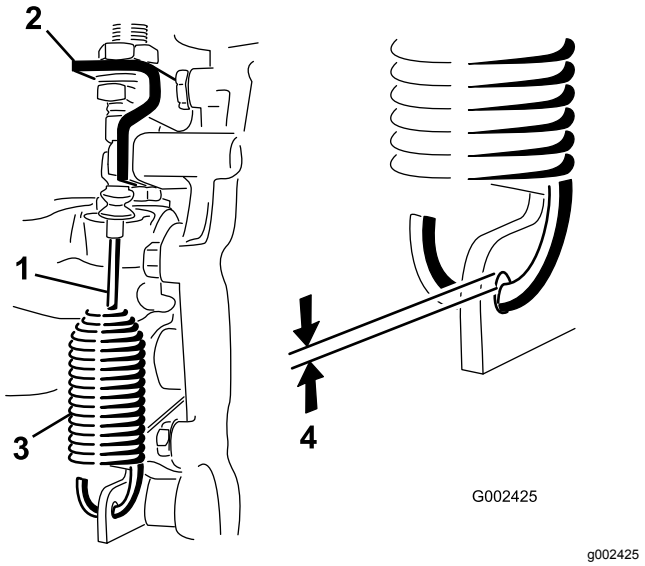

Figuur 47
2. Draai de contramoeren los waarmee de kabel van de differentieelvergrendeling vastzit aan de beugel op de transaxle (Figuur 47).